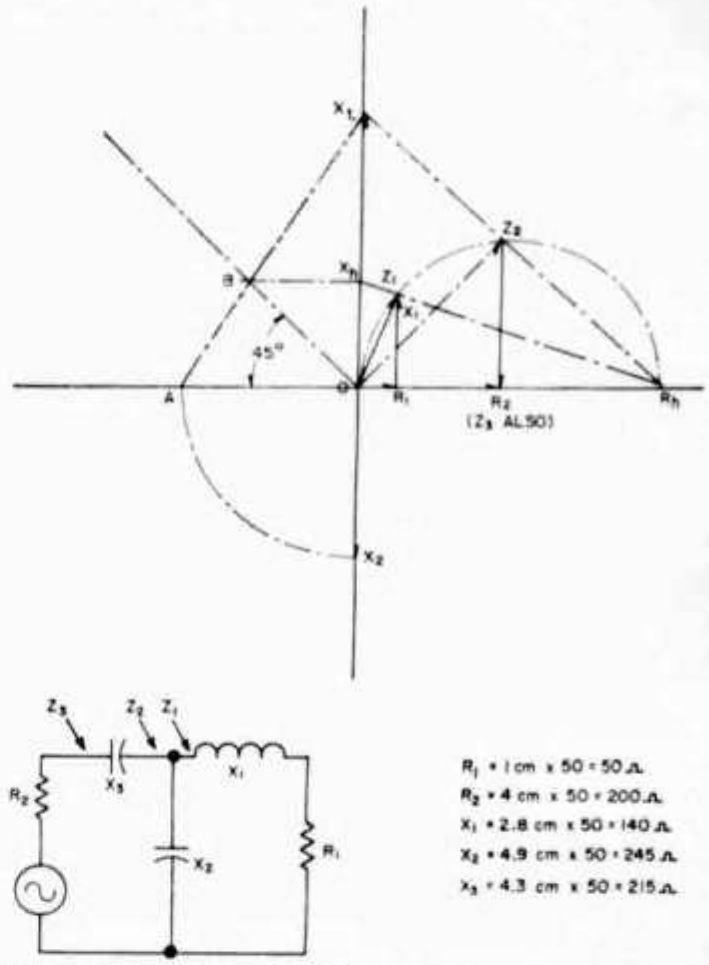
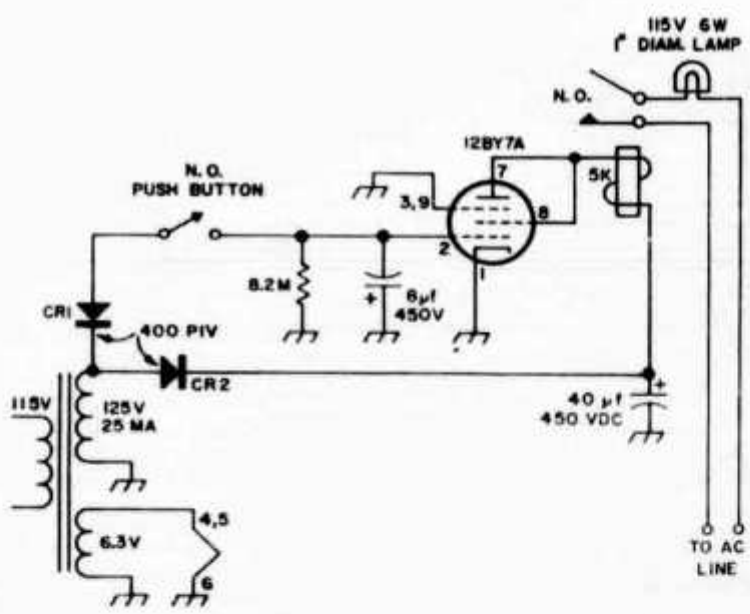

Fig. 2. Designing a band pass T filter to match 50 ohms to 200 ohms. The procedure is described in the text.
Fig. 1. Junkbox ten minute timer.
Over some years I have developed and have been using a new technique in circuit design. It is mainly graphic being based on geometry and avoids the abstractions found in complex algebra and many other forms of mathematics. The technique is deceptively simple and is based on only five basic concepts. Three of them are probably already known by circuit design people at every level. The other two are new and are needed to complete the design picture. These basic layouts are shown in **Fig. 1.**
Fig. 1. Examples of geometric circuit design. Resistances are plotted on the horizontal axis marked R, capacitive reactances on the lower vertical axis, and inductive reactances on the upper vertical axis. (a) shows two resistors in series. (b) shows the impedance formed by a resistors and inductance is series. (c) shows the resistance of two parallel resistors. (d) illustrates a capacitor and coil in parallel. (e) shows a resistor and capacitor in parallel.
any Xc ar R or in fact any two impedances in series. The total value of any two resistors in parallel or any two like reactances can be found by the means shown in (c) of Fig. 1. While this one shows the B axis the same can be done with either other axis. Distance O-B is arbitrary and intercept A of the diagonal is projected up to find Rt. In **Fig. 1** (d) a simple method of finding the parallel value of two opposite reactances. With the value of X2 as a radius, an arc is laid out to the R axis. At the intercept A a straight line is connected to X1. A 45 degree line is extended from the origin (O) as shown. At intercept B a line is projected horizontally to the X axis locating the resultant total reactance Xt. In any case the arc is constructed from the larger of the two reactances. Finally in **Fig. 1** (e) there is shown the resulting impedance of R1 in parallel with X1. Here again this can be done similarly with any R and XL values.
It must be realized that any of these techniques can be worked in reverse that is if we have Rt and R2 in **Fig. 1** (a) we can find R1. Likewise at (b) if we know Z1 and R1 we can easily find X1. In any case if we have any two we can find the third by these simple geometric layouts.
Armed with these concepts we can now "jump off at the deep end of the pool" and emerge with meaningfull answers. Let's design a band pass "T" type filter to match 50 ohms to 200 ohms. Its schematic and layout is shown in **Fig. 2.** A scale of 50 ohms per centimeter* was used here and Rl is thus 1 cm long and R2 being 200 ohms is 4 cm long from the origin. We select X1 arbitrary and find Z1 immediately (see **Fig. 1** (b). Z1 has equivalent shunt components Xh and Rh (See **Fig. 1** (e). Since X2 depends on the value of X3 we cannot find it before we find X3 which we can find. Since Z1 and Z2 have the same equivalent shunt resistance Rh, a locus semicircle O to Rh has been drawn. This passes through both Z1 and Z2. Z2 is established simply by projecting vertically up from R2. See **Fig. 1 (b).** Now Z2 has equivalent components Xt and Rh which are in parallel. Again refer to **Fig. 1 (e).** Some reactance value X2 in shunt with Xt must form Xh. We find the value of X2 by projecting horizontally from Xh to the 45 degree line intercept B. We then project from Xt through B to A and draw an arc from A to
X2 about the origin. This establishes the value of X2. This geometry is performed on the left of the X axis to avoid confusion. This derives from **Fig. 1 (d)** working backwards. From the values Xt and Xh we have found X2.
Continuing X1, X2, and X3 are measured in cm and multiplied by the scale factor (50 ohms pre cm). Values of each in ohms is shown in **Fig. 2.** If the design is for 27 MHz the component values are about 0.82μH for X1, 24 pF for X2 and 32 pF for X3. Components for any frequency desired can be found which will match these two resistances and deliver maximum power from one to the other.
put resistance of Q2 to be R1 and the output resistance of Q1 to be R2. These values must be found at the frequency desired. The locus circle with diameter O-R2 simplifies the construction of Z1 at right angles to the construction line R2-Z1, implementing the concept of **Fig. 1 (e)**. In series with R1 we drop a perpendicular to the semicircle. This establishes Z1 that is the impedance looking from Q1 thru X1 into the input of Q2. X2 extends upward from A to the origin. This is the reactance across R2 necessary to form Z1. Components can be evaluated as described above for 455 kHz or 50 MHz or any other frequency. Known distributed parameters are taken into account by adding them into the layout in the manner set forth in **Fig. 1**.